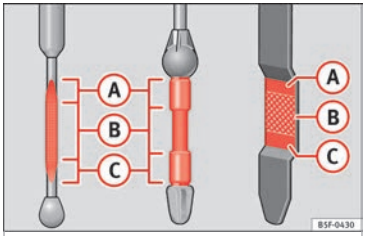

Afb. 241 Peilstok met markeringen voor het oliepeil.
- Wanneer het peil zich minstens in het gebied ››› **afb. 241** (B) bevindt, schuift u de peilstok zo ver mogelijk in de buis om te voorkomen dat olie weglekt wanneer de motor draait.
- **Start de motor niet als het oliepeil boven het gebied ››› afb. 241 (A) ligt. Roep de hulp van vakmensen in. Anders kunnen de katalysator en de motor beschadigd raken.**
Het oliepeil mag in geen geval boven gebied ››› afb. 241 (A) liggen. Anders kan olie via de carterontluchting worden aangezogen en door de uitlaat in de atmosfeer komen.